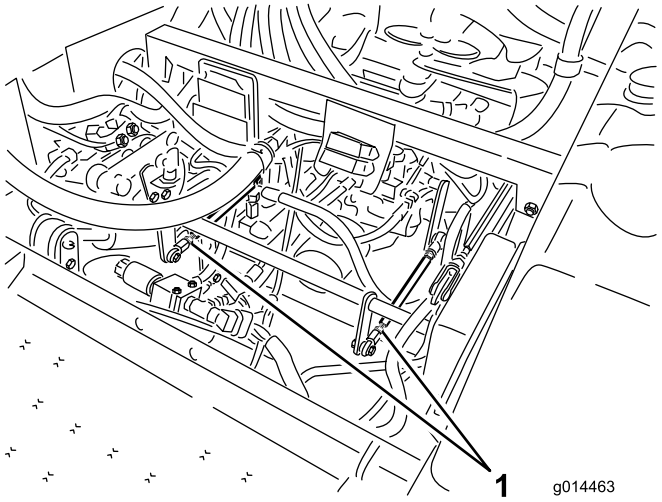

**Figur 59**
- Hvis det venstre baghjul roterer, skal kontramøtrikkerne løsnes på transmissionsstyrearmen i venstre side (Figur 59).